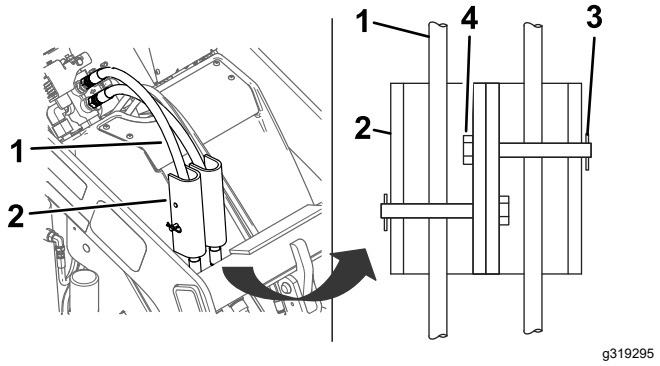

Rysunek 26
7. Zainstaluj blokady siłowników nad przewodami hydraulicznymi i zabezpiecz je za pomocą sworzni z łbem płaskim i otworem na zawleczkę oraz zawleczek (Rysunek 26).